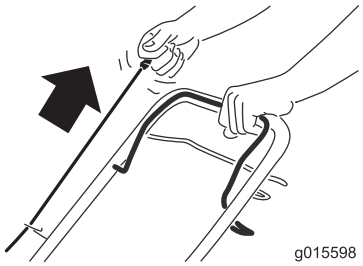

Figuur 14
2. Trek aan de handgreep van het startkoord (Figuur 14).